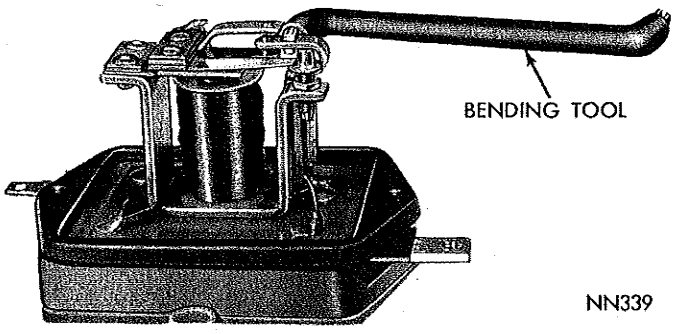

*Fig. 19—Bending Stationary Contact Arm*
**If the difference is above .7 volt, reduce air gap by bending down the fixed contact bracket (Fig. 19). If the difference is below .2 volt, increase air gap by bending fixed contact bracket (Fig. 19) up.**